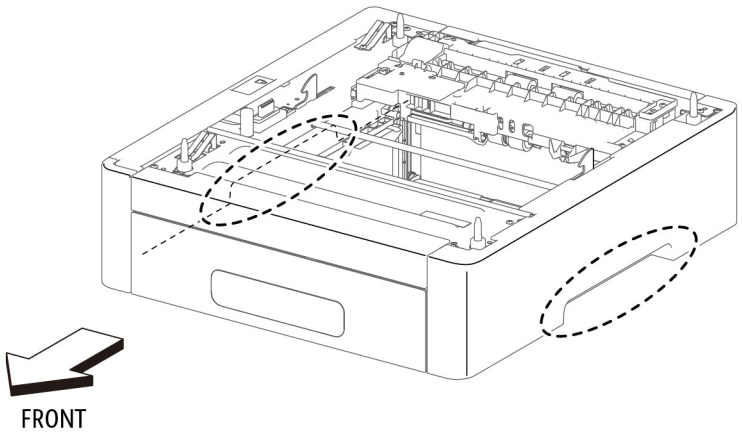

Figure 1 Locations to Hold the 550 Option Feeder
3. Referring to Figure 1 for locations to hold the 550 Option Feeder Assembly, turn over the feeder.